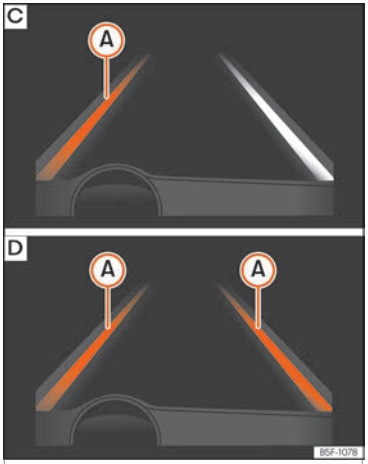

Fig. 279 On the instrument panel display: Indication on the Lane Assist system display (example 2).
- The system is operational, the highlighted line Ⓐ indicates that there was a risk of involuntarily crossing the lane line and that the steering is being adjusted to correct the angle ››› Fig. 279 **C**.
- The two highlighted lines Ⓐ light up simultaneously when both lane lines are recognised and the Lane Assist function is active ››› Fig. 279 **D**.